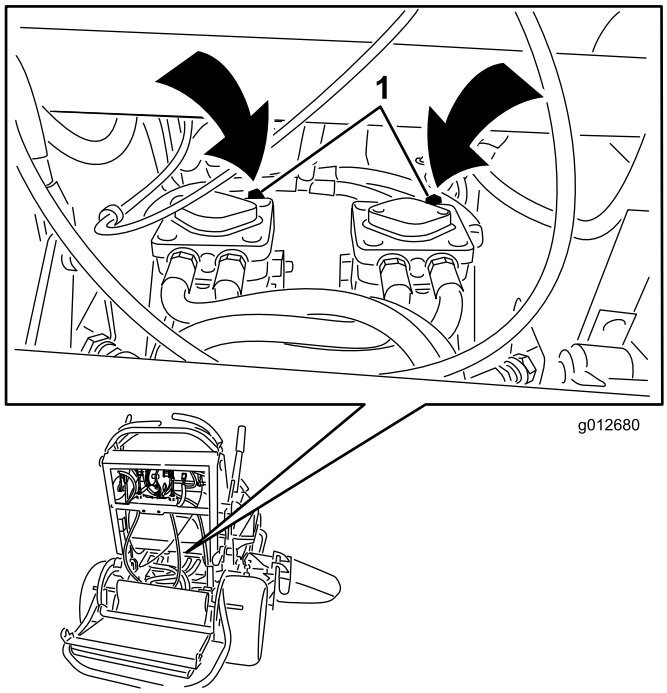

Figur 25
3. Åpne omløpsventilen på begge pumpene ved å vri dem mot klokken én til to ganger (Figur 25).